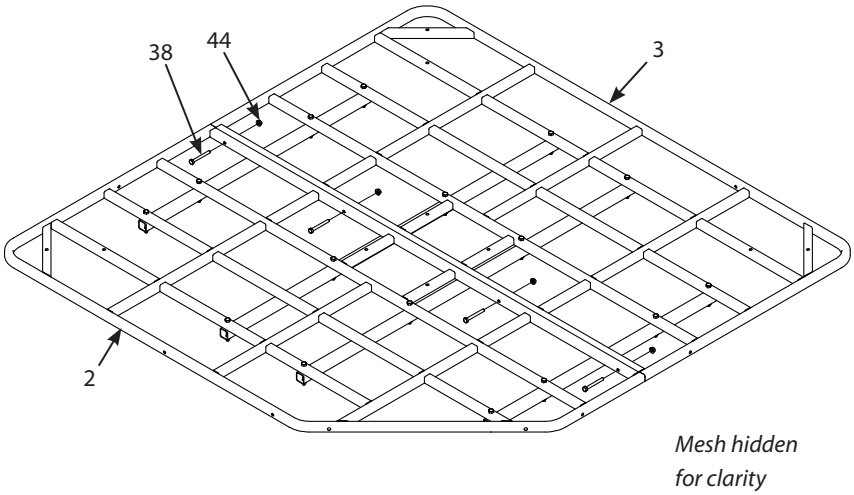

FIGURE 3
3. Secure the two platforms (2, 3) together using four 1/4-20 X 2-1/4 IN bolts (38) and 1/4-20 nuts (44). **SEE FIGURE 3.** ***Securely tighten all loose hardware at this time.***